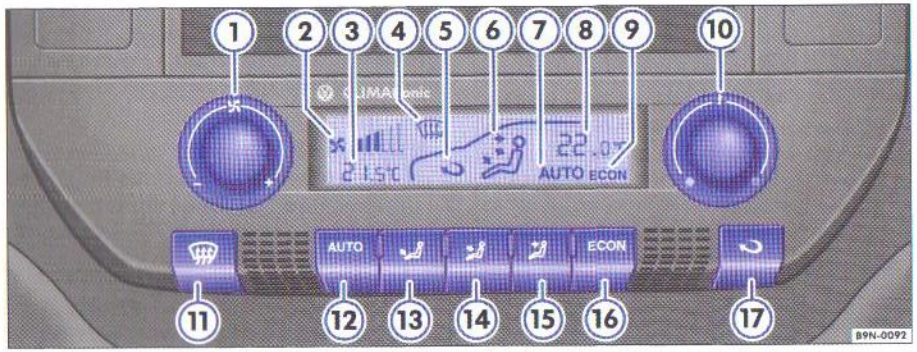

Fig. 52 În tabloul de instrumente: Elementele de comandă Climatronic
– Rotiţi regulatorul de temperatură ⇒ fig. 52 ⑩, pentru a regla temperatura.
① Regulatorul rotativ pentru treptele ventilatorului şi EIN / AUS (activarea / dezactivarea) întregii instalaţii
② Afişaj pentru treptele ventilatorului
③ Afişaj pentru temperatura exterioară
④ Afişaj pentru dezgheţarea parbrizului
⑤ Afişaj pentru poziţia de recirculare a aerului
⑥ Afişaj pentru direcţia curentului de aer
⑦ Afişaj **AUTO** (funcţionare automată)
⑧ Afişaj pentru temperatura interioară
⑨ Afişaj **ECON** (Instalaţia de răcire oprită)
– Apăsaţi tasta AUTO. În tastă se aprinde o lampă de culoare galbenă şi apare afişajul ⇒ pagina 74, fig. 52" ⑦.
– Apăsaţi tastele⇒ pagina 74, fig. 52" (13) - (15), [ECON] sau rotiţi regulatorul (1). Becul de culoare galbenă din tasta [AUTO] şi afişajul (7) se stinge.
– Apăsaţi tasta corespunzătoare [ ], pentru a activa sau dezactiva recircularea aerului. Recircularea aerului este pornită când în tastă este aprinsă o lampă de culoare galbenă şi simbolul ⇒ pagina 74, fig. 52" (5) apare pe câmpul de afişare.